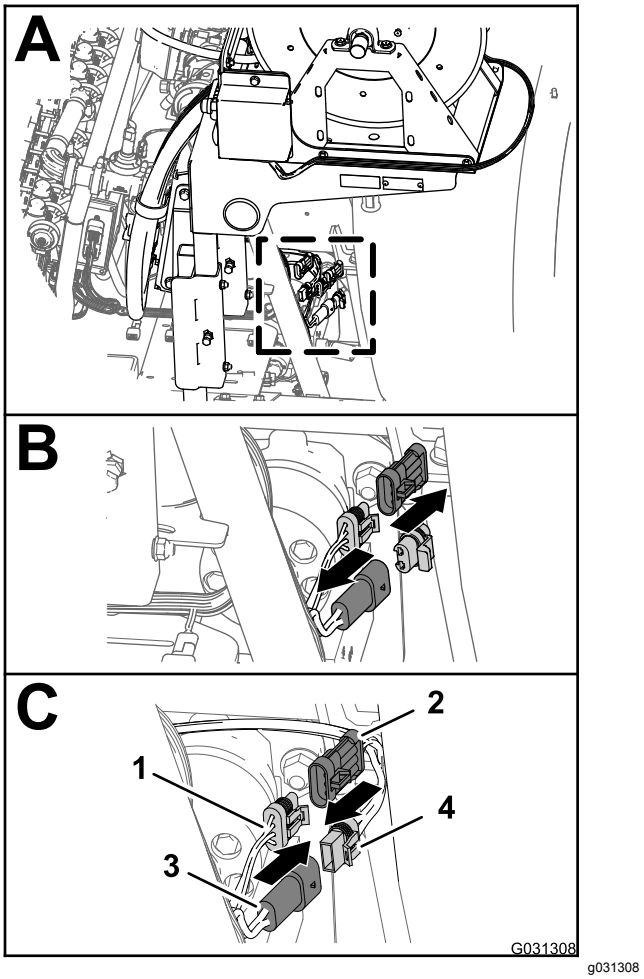

Figur 189
1. Leta reda på kablaget för satsen med den svängbara slangvindan på baksidan av spruttanken på maskinens baksida (Figur 189).
2. Ta bort pluggen från kontakten med två stift på det bakre huvudkablaget för strömförsörjningen till slangvindan (Figur 189).
3. Anslut kontakten med två uttag på kablaget för den elektriska slangvindan till kontakten med två stift på det bakre huvudkablaget (Figur 189).
4. Ta bort locket från med kontakten med tre uttag på det bakre huvudkablaget för sprutarkablagekopplingen (Figur 189).
5. Anslut kontakten med tre stift på kablaget för den elektriska slangvindan till kontakten med tre uttag på det bakre huvudkablaget (Figur 189).